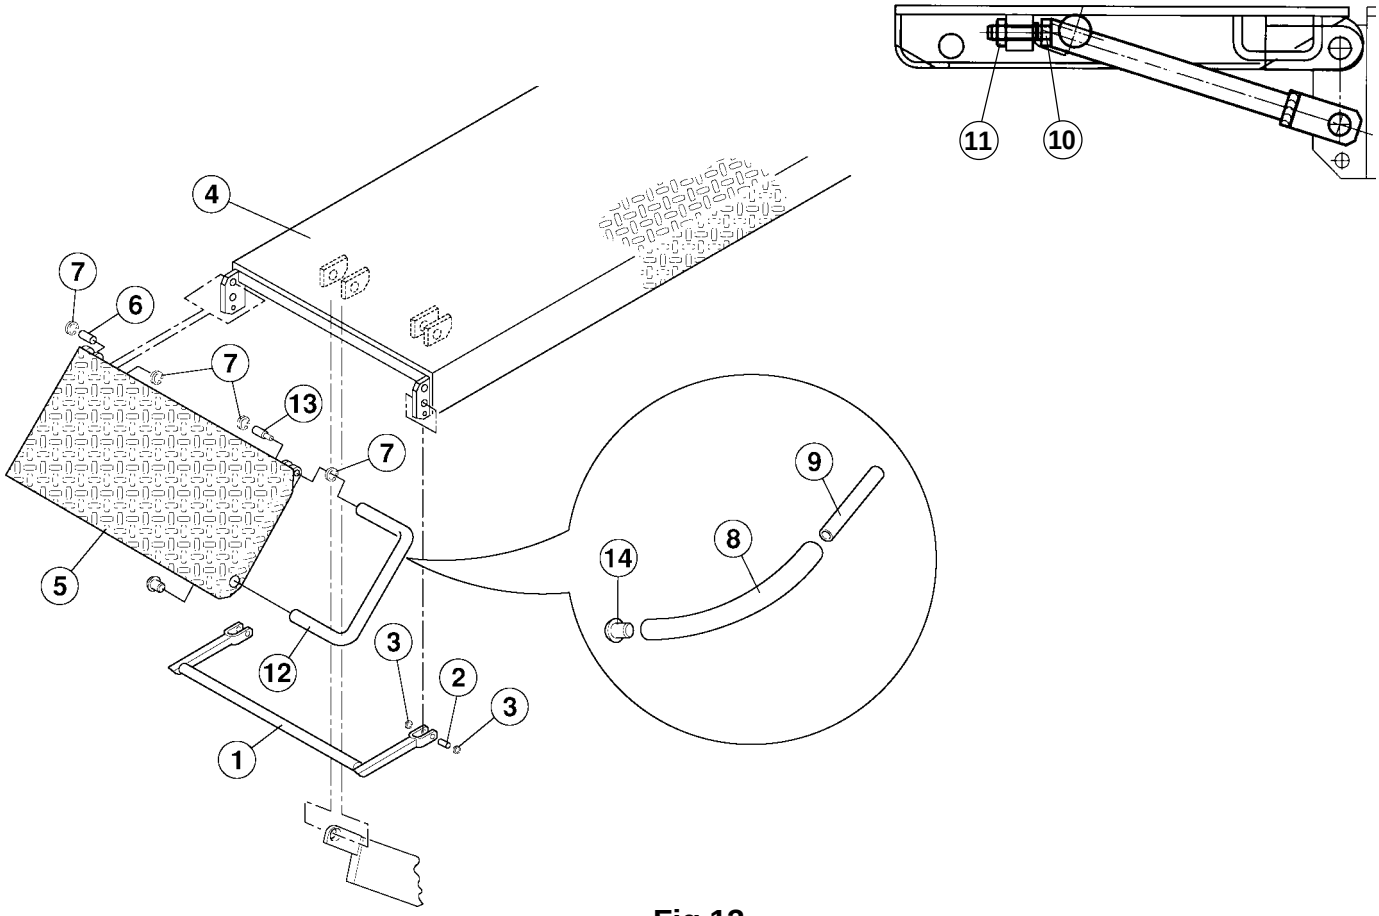

Fig.13
5.9 REGISTRAZIONE LIVELLAMENTO RAMPINE (rif. fig. 13)
5.9 LEVELING SMALL RAMPS (fig. 13)
5.9 EINSTELLUNG DER RAMPENAUSRICHTUNG (Abb. 13)
5.9 REGLAGE NIVELLEMENT DES RAMPES (Réf. Fig. 13)
5.9 AJUSTE NIVEL RAMPAS (ref. fig. 13)